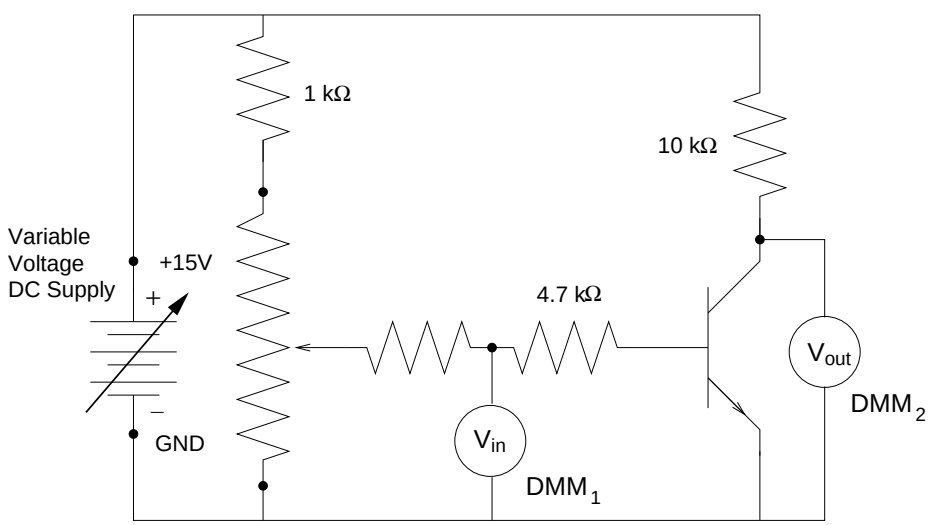

Figure 3
3. *VOLTAGE Amplification:* By adding a large load resistor in series with the collector, one can convert the current amplification β observed earlier into a voltage amplification. Hook up the circuit plug board as in Fig. 3.